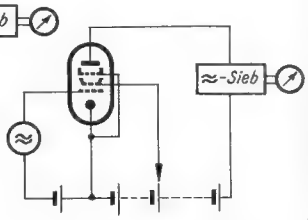

Bild 4. Prinzip der dynamischen Röhrenmeßgeräte (Steilheitsprüfer, Klasse 4)
4. Steilheitsprüfer, d. h. Prüfgeräte, die u. a. eine quantitative Bestimmung der Steilheit ermöglichen. Diese Geräte arbeiten, wie **Bild 4** andeutet, mit Gleichspannungen zur Elektrodenspeisung, um einen definierten Arbeitspunkt einstellen zu können. Der Aufwand an Einzelteilen ist für diese Klasse beträchtlich höher als bei den bisher besprochenen Prüfmethoden.